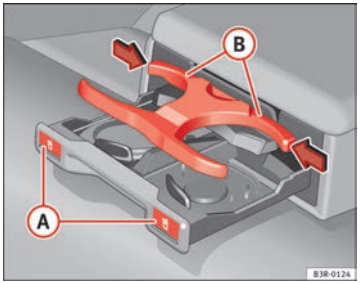

Fig. 130 Drink holder in the rear armrest
– Press the symbol (A) ⇒ Fig. 130.